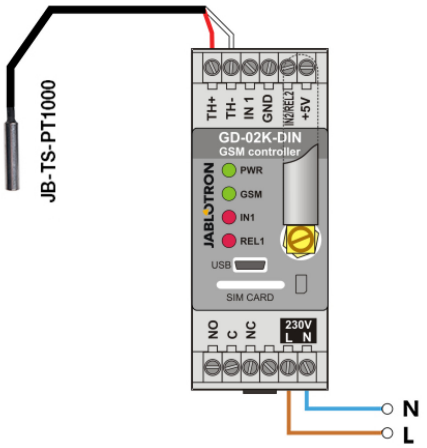

Rysunek 4: *Monitorowanie temperatury.*
- Podczas podłączania czujnika temperatury należy zwrócić uwagę na poprawną biegunowość (czerwony przewód =TH+, biały przewód =TH-), patrz Rysunek 4.